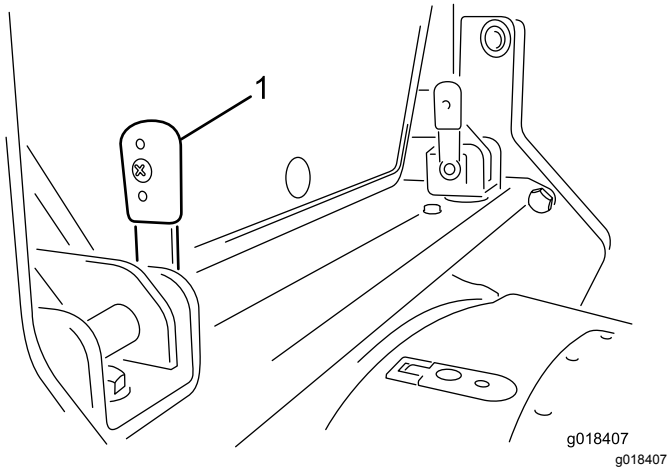

Figure 20
1. Remove the R-clips and rotate the 2 locking levers, located on the cross beam at the rear of the cab, so that they point upward (Figure 20).
3. With the levers in the vertical position (Figure 20), push them through the sets of brackets.